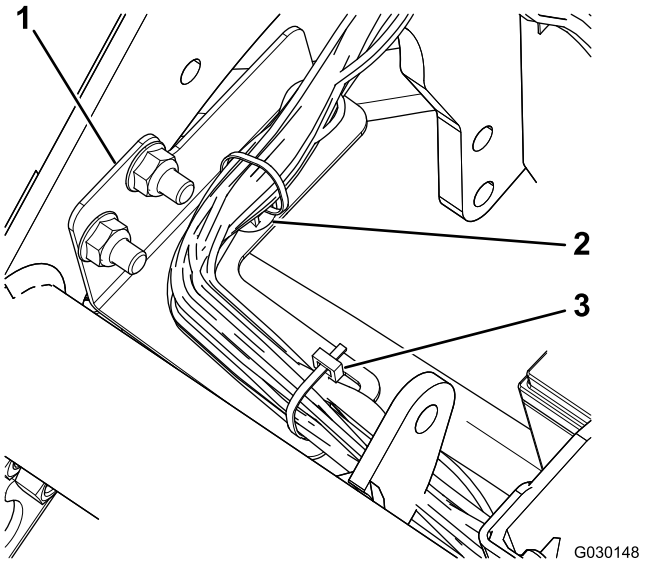

Figuur 5
7. Bevestig de kabelboom met de plug en een kabelbinder aan de kabelboombeugel (Figuur 5).